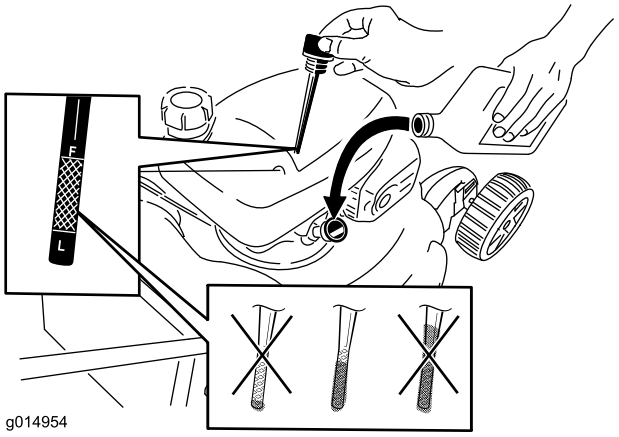

Bild 7
1. Ziehen Sie den Peilstab heraus (Bild 7).
2. Gießen Sie **langsam** Öl in das Einfüllrohr, prüfen Sie den Stand regelmäßig mit dem Peilstab, bis der Peilstab anzeigt, dass der Motor voll ist, wie in Bild 7 dargestellt. **Füllen Sie nicht zu viel ein.** (Max. Füllstand: 0,55 l, **Sorte: Waschaktives SAE 30-KFZ-Öl** mit der Klassifizierung SL, SM oder höher durch das American Petroleum Institute (API).) SAE 10W30 kann statt SAE 30 verwendet werden.